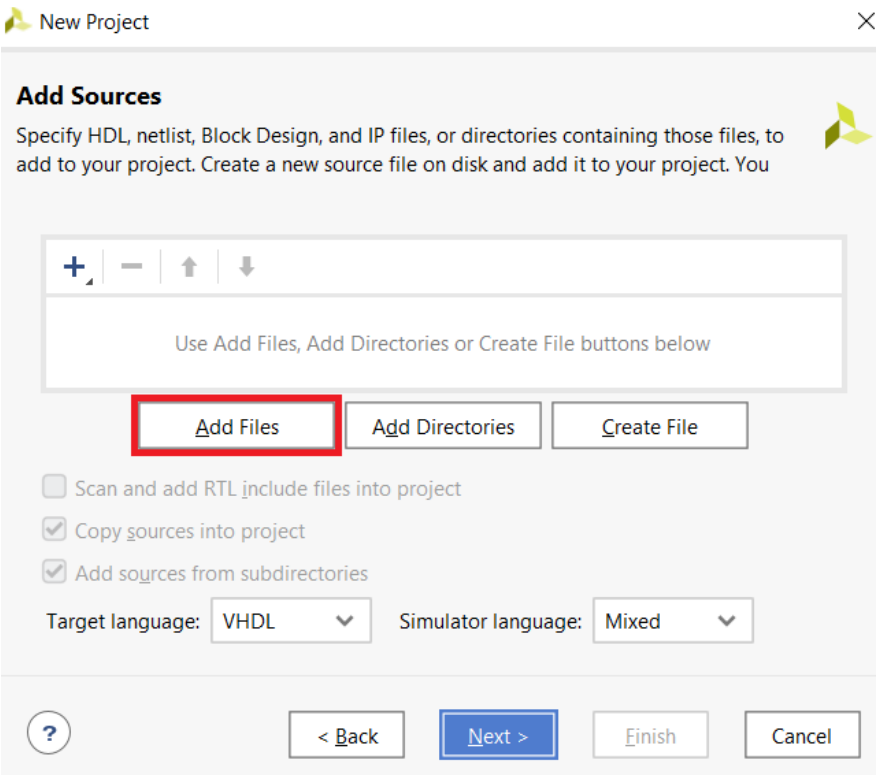

Figura 1. Captura de pantalla de *Add Sources*, con el botón *Add Files* resaltado en rojo.
En esta ocasión, en el apartado *Add Sources* del asistente para crear el nuevo proyecto, se debe clicar en *Add Files* (Figura 1), Con esto se abre una nueva ventana en la que incorporamos los ficheros VHDL de diseño y simulación al proyecto que se está creando.
De cualquiera de las 3 maneras podemos encontrar la información que se muestra en la Tabla 1, donde se muestra los pines de conexión de la FPGA **XC7A100T-1CSG324C**, con los 16 interruptores y los 16 leds de la tarjeta de desarrollo Nexys A7. Para la implementación del circuito de la Figura 1, se han marcado en verde los pines que se van a emplear. Estos pines están conectados a los leds denominados LED[6], LED[5], LED[4], LED[3], LED[2], LED[1] y LED[0], y a los interruptores (*switches*) SW[1] y SW[0].
2. **Implementación**. La implementación recoge la netlist creada en el proceso de síntesis para realizar tareas tales como optimización, mapeo en los componentes lógicos de la FPGA (dentro de los CLB), ubicación de la lógica en los CLB de la FPGA y enrutamiento (ver Figura 1 de la Actividad 0).